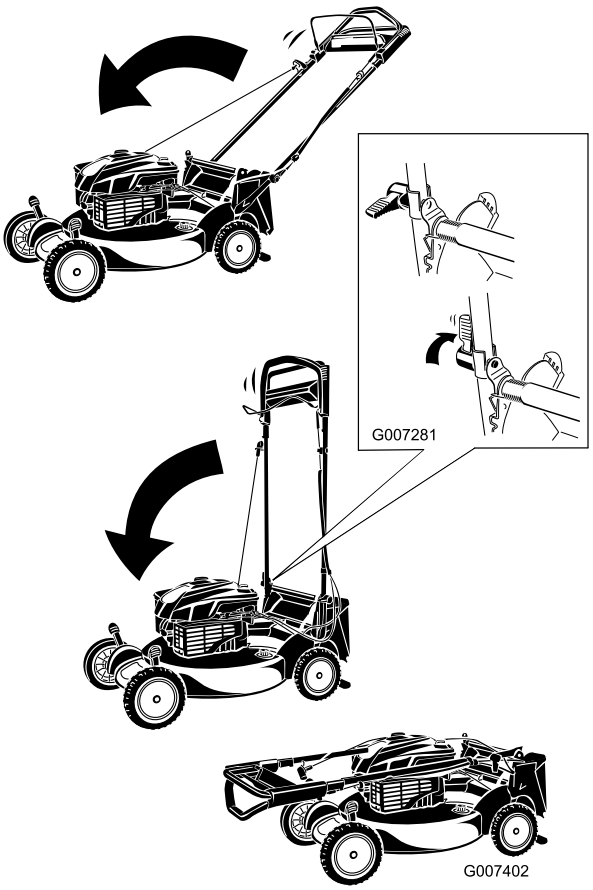

Figuur 44
1. Draai de handgreep naar voren (Figuur 44).